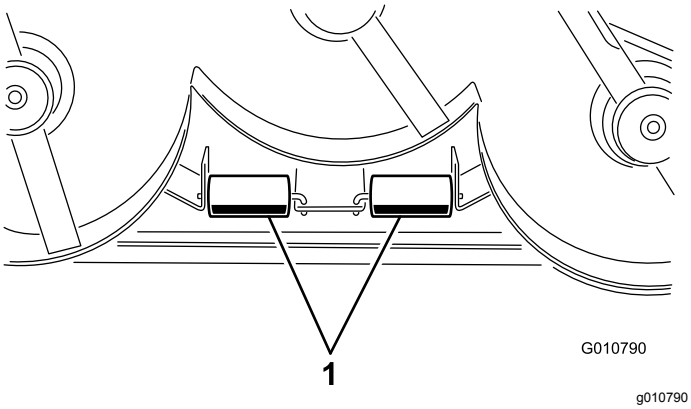

Figuur 13
1. Verwijder de borgpennen waarmee de rolassen aan de beugels aan onderzijde van het maaidek zijn bevestigd (Figuur 13).